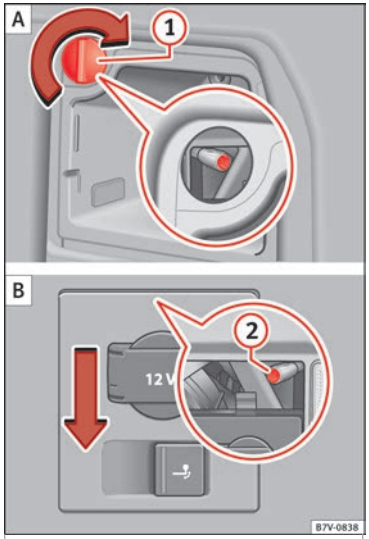

Bild 114 På sidan av bagageutrymmet: för att ta bort bakljusen på vänster och höger sida. (1) Ta av locket; (2) fästskruv »
3.	Rotera locket (1) 90° i pilens riktning och ta av det.
4.	Lossa fästskruven »» **bild 114** (2) med skruvmejseln i bilens verktygssats »» **sidan 80**. Bulten sitter fast i sitt läge.